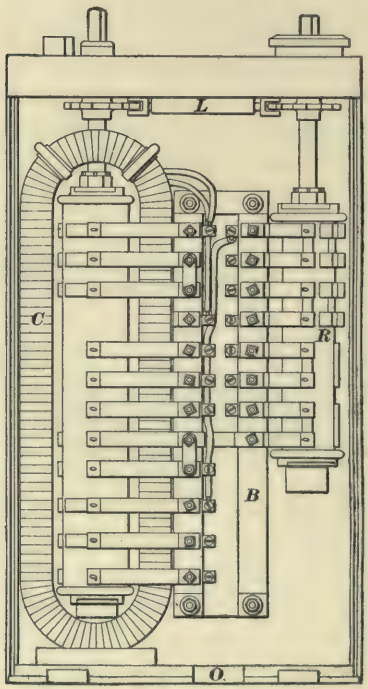

FIG. 11.
**17. General Description.**—Fig. 11 shows the Johnson Company's No. 34 controller. This controller has several novel features. Among these are the finger board, the
disposal of the blow-out coil, the combination cut-out and reverse switch, the locking device, and the doing away with a connecting board altogether. In Fig. 11, *C* is the blow-out coil, which is made up of about 60 turns of No. 3 B. & S. wire, the coil being treated to a mixture of chalk and japan to make it hard and strong; on the bottom, the coil sets in a wooden block cut out to fit the curved end of the coil; the block itself is set into an iron pocket in the controller bottom. On top, the coil is held by two L bolts whose shanks pass through the controller back, where, by means of two nuts, the coil is drawn back snugly against a wooden block placed between the coil and the iron controller back. The iron power drum acts as a core for the blow coil and the lines of force across the arcs are so well directed that no arc guards are used, except when the motors to be controlled are large and the starting-coil resistance, therefore, low.